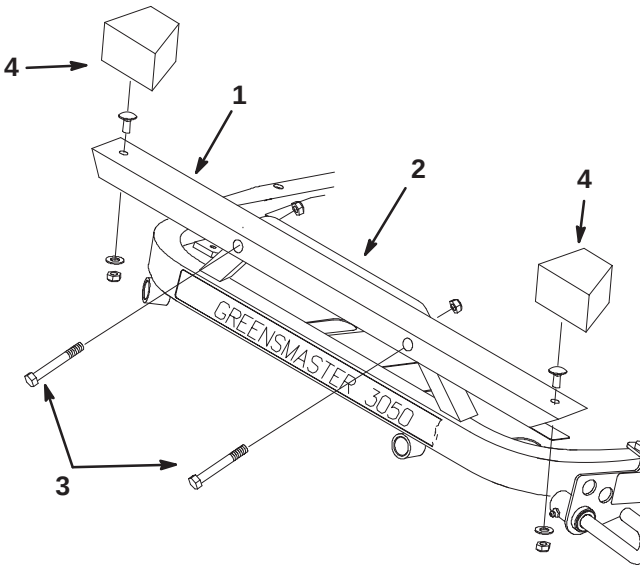

Figure 7
3. Install the light bracket to the front of the mow pedal guard (Fig. 7), using 2 bolts (5/16 x 2-1/2 in.) and nuts (5/16 in.).
4. Loosely mount a light to each end of the tubular bracket with a lockwasher and nut (Fig. 7).